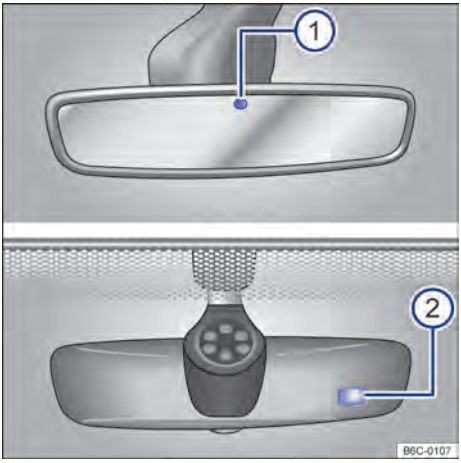

Fig. 82 No para-brisa: espelho retrovisor interno com antiofuscante automático.
Com a ignição ligada, os sensores medem a incidência da luz por trás → Fig. 82 ① e pela frente ②.